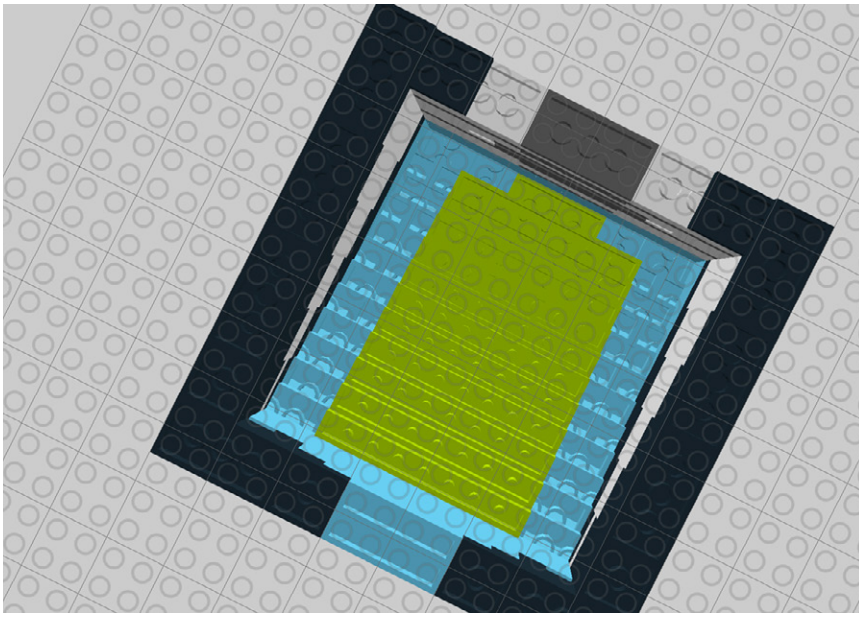

Figure 9-80. *Step 75: Reinforcing the underside of the slopes with these bricks*
75. Reinforce the underside of the slopes with eleven 1x8 and one 1x4 translucent bricks (Figure 9-80).